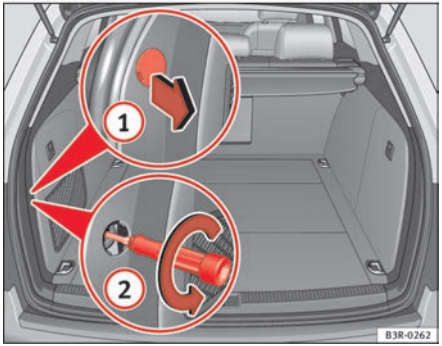
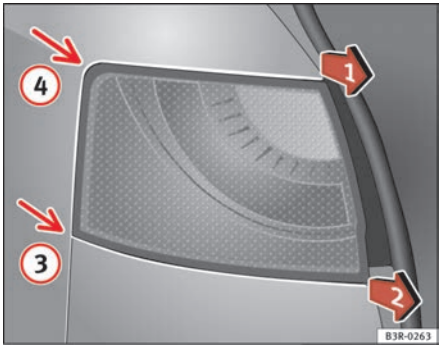

Fig. 219 Luggage compartment: Location of the bolt securing the rear light
Fig. 220 Removing rear light from side panel ▶
– Prise off the cover with a screwdriver in the slot ⇒ page 271, fig. 219 (1) and remove the cover (with the retaining clips) from the opening.
– Carefully loosen the screw located behind the cover with the screwdriver, turning it anti-clockwise (arrows) (2).
– Gradually ease the rear light out of the housing (⇒ page 271, fig. 220 positions (3) and (4)) by pulling alternately in positions (1) and (2).